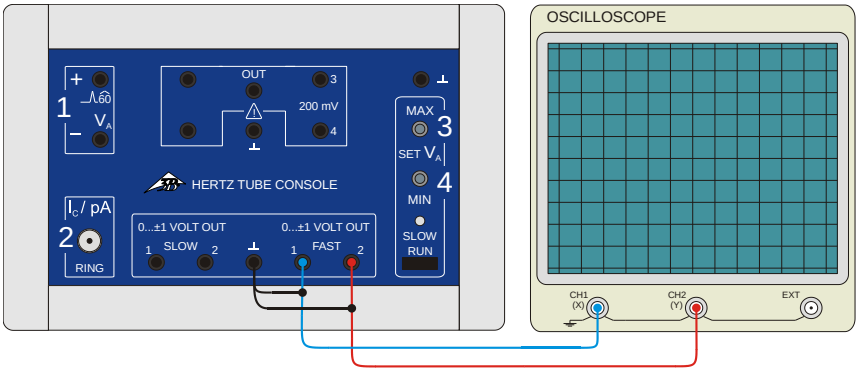

Fig. 4 Anschluss eines Oszilloskops an das Steuergerät für Kritische-Potenziale-Röhren
- Ausgang Fast1 der Steuereinheit an Channel 1 (X-Ablenkung) und Ausgang Fast 2 an Channel 2 (Y-Ablenkung) des oszilloskops anschließen. (siehe Fig. 4)